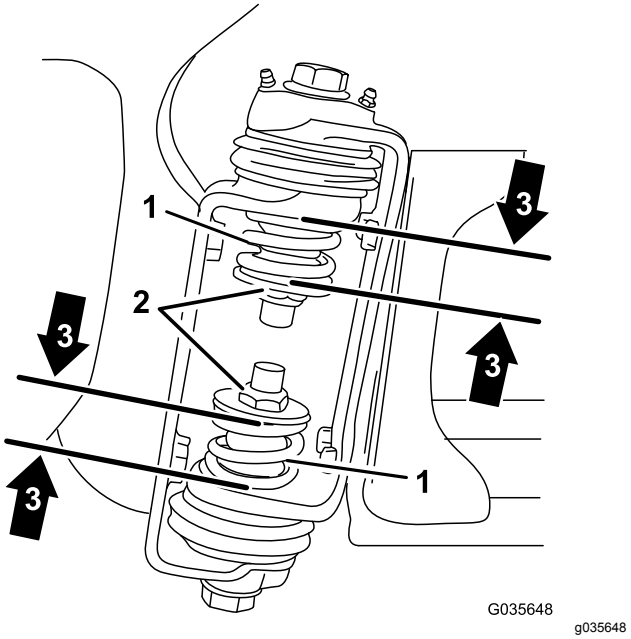

**Рисунок 3**
3. На шарнире стрелы измерьте высоту верхней и нижней пружин в сжатом состоянии (Рисунок 3).
B. Используйте контргайку (Рисунок 3), чтобы сжать все пружины, размер которых превышает 3,96 см.